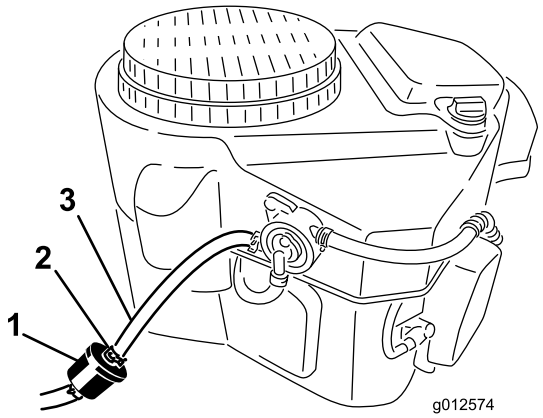

Figura 52
2. Pulite attorno al tappo del carburante per evitare che i detriti finiscano nel serbatoio del carburante (Figura 52).
4. Premete le estremità delle fascette stringitubo ed allontanatele dal filtro (Figura 52).